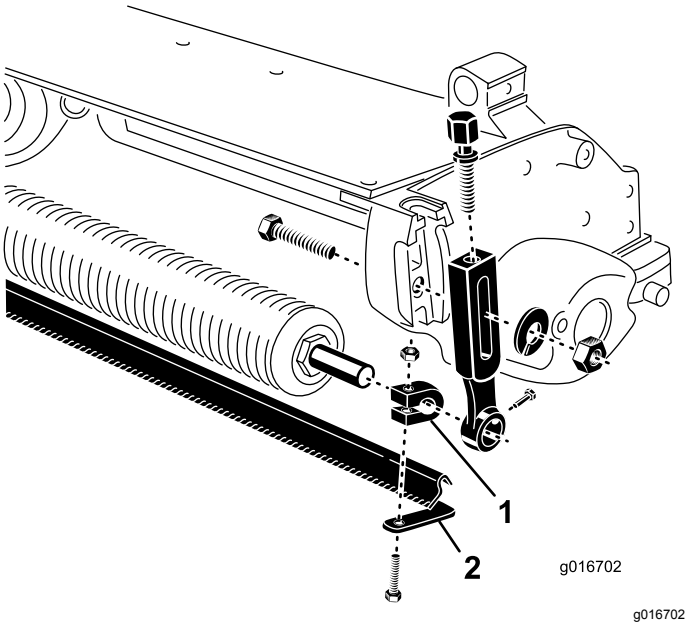

Figur 2
5. Montera en huvudskruv och en mutter löst på respektive klämma (Figur 2). Dra inte åt.
6. Placera en axelklämma i vardera änden av rullaxeln (Figur 2).
9. Placera borsten mellan den främre rullen och klippenheten enligt Figur 2.